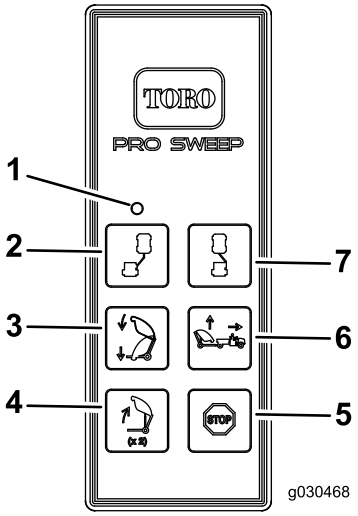

Figur 27
2. Håll in trågets tömningsknapp i en sekund, släpp den en sekund och tryck in den igen (Figur 27).